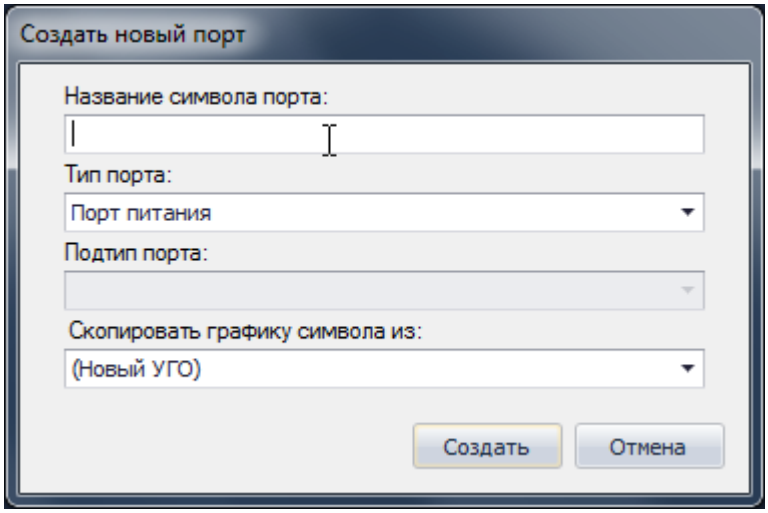

Рис. 78. Окно «Создать новый порт»
3. Заполнить поля, окна «Создать новый порт», которое будет отображено на экране, см. Рис. 78.